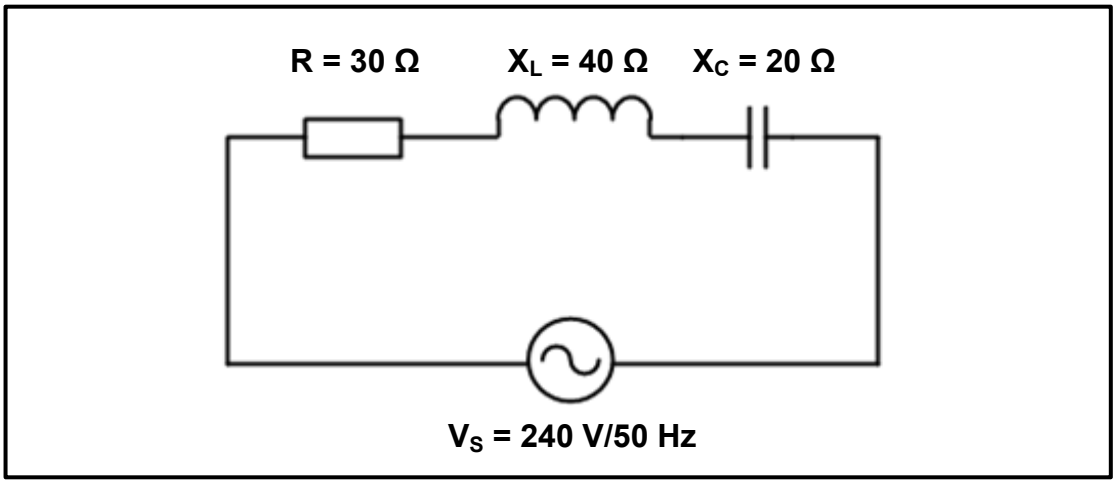

FIGURE 5.2: RLC SERIES CIRCUIT
5.4 The series circuit in FIGURE 5.2 consists of a capacitor with a capacitive reactance of 20 Ω, an inductor with an inductive reactance of 40 Ω and a resistor with a resistance of 30 Ω connected across a 240 V/50 HZ supply.